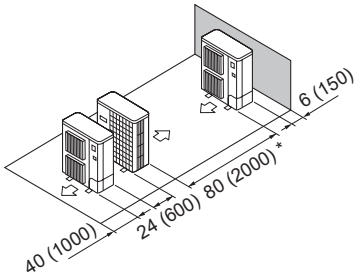

Fig. 2-15
⑤ Disposición en paralelo de unidades simples (Fig. 2-15)